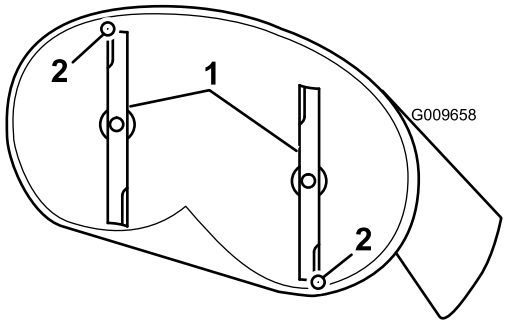
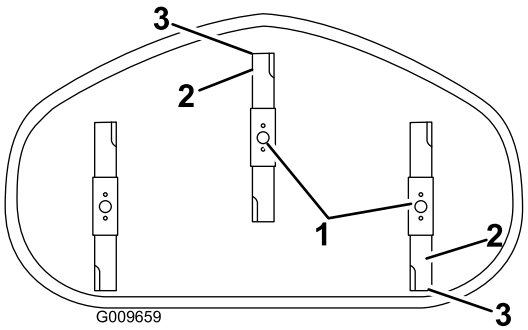

Figur 63
Figur 64
4. Roter knivene forsiktig slik at de står på langs (Figur 63 og Figur 64).
5. Mål fra tuppen på den fremre kniven til den flate overflaten, og tuppen på den bakre kniven til den flate overflaten (Figur 63 og Figur 64).
9. Kontroller helningen på langs igjen etter justering, og fortsett å justere mutteren helt til tuppen på den fremre kniven er 1,6 til 7,9 mm lavere enn tuppen på den bakre kniven (Figur 63 og Figur 64).